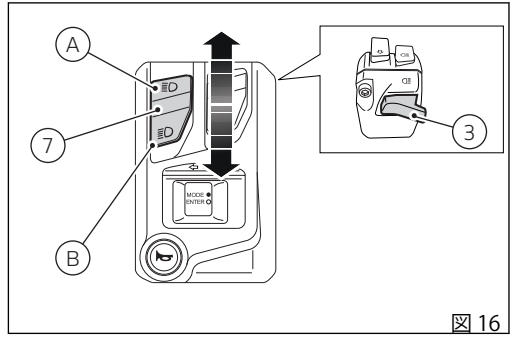

図 16
ロービームランプが点灯した場合、ボタン (7、 図 16) のポジション (A) でハイビームランプも点灯するか、ボタン (3、 図 16) でライトをフラッシュすることができます。
Key-ON した後にエンジンを始動しない場合でも、左側スイッチのボタン (7、 図 16) をポジション (B) と (A) に押してロービーム / ハイビームランプを起動できます。ボタン (3、 図 16) を押すとライトをフラッシュします。
ボタン (7、図 16) を押すと、ハイビームランプまたはロービームランプが点灯し、DRL が消灯します。ランプボタン (7、図 16) を離すと、DRL が再び自動的に点灯します。